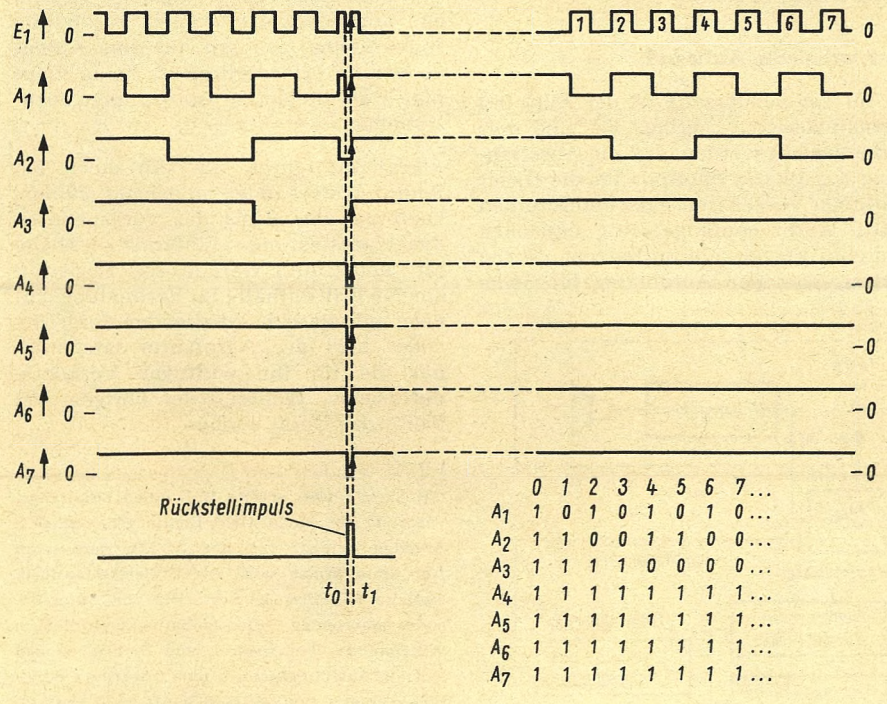

Bild 13. Rückstellung bei U_{E1} = „1"
2. U_{E1} = „1" (Bild 13)
In *Bild 13* dagegen sind alle Ausgänge unmittelbar nach dem Rückstellimpuls im Vorbereitungszustand, so daß schon der nächste Impuls als Nummer 1 richtig gezählt wird. Der Grund dafür ist folgender: Der Rückstellimpuls zieht in diesem Fall alle Ausgänge und den Eingang E_1 nach unten, aber sobald er verschwindet $(t = t_1)$, erscheint am Eingang E_1 wieder eine „1". Diese positive Flanke kippt zunächst den Ausgang A_1 und dann nacheinander alle anderen Ausgänge in die Lage „1" um, was einem Vorbereitungszustand des Zählers entspricht.